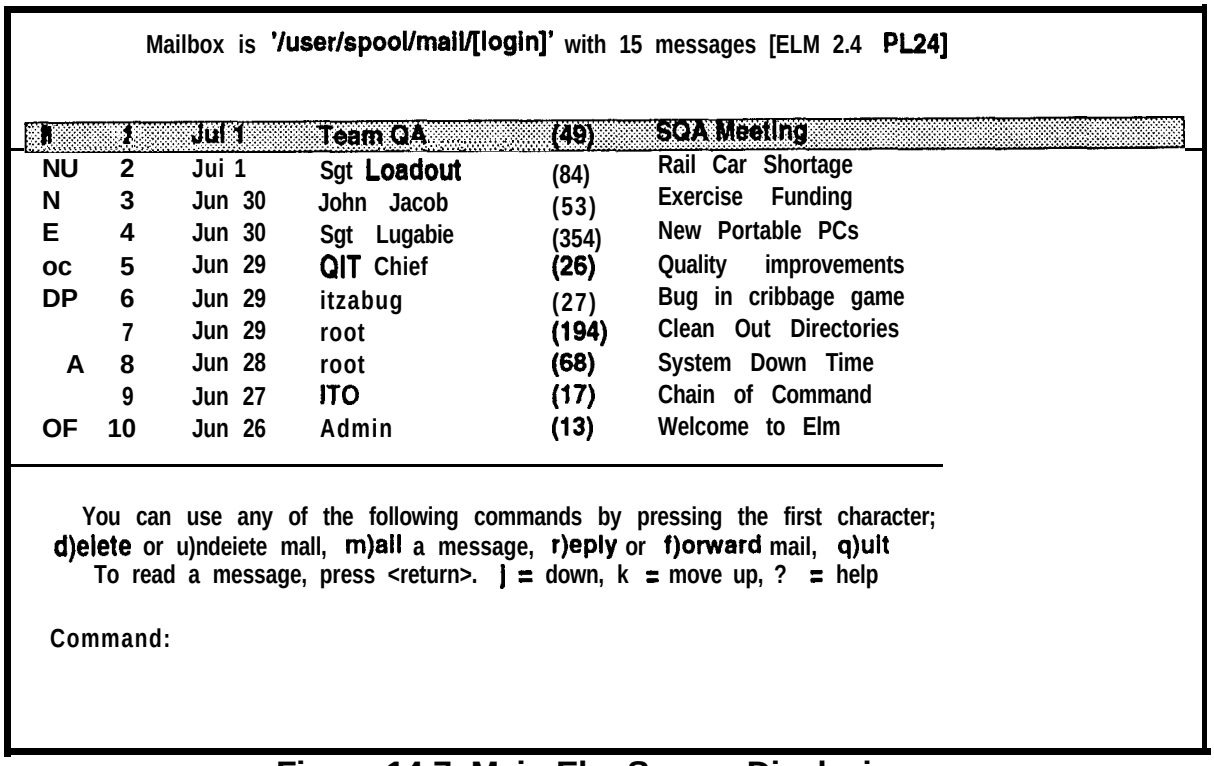

Figure 14-7. Main Elm Screen Displaying a List of Messages Currently in the Mailbox
a. To begin this process, the main Elm screen should be displayed as shown in Figure 14-7. The cursor should be at the Command: prompt. If this is not the case, use the procedures in paragraph 14.3. 1.. ,page 14-4) to display it.